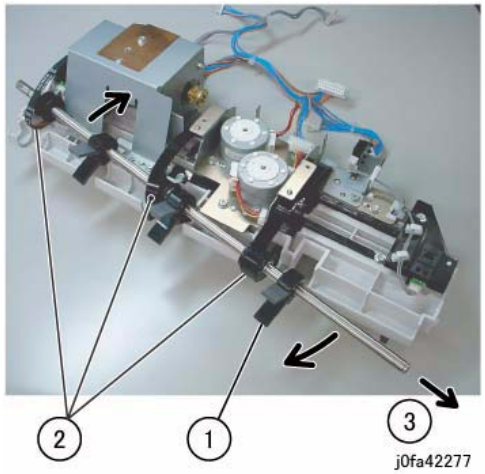

Figure 6 Removing the Set Clamp Shaft
9. Remove the Set Clamp Shaft (Figure 6):